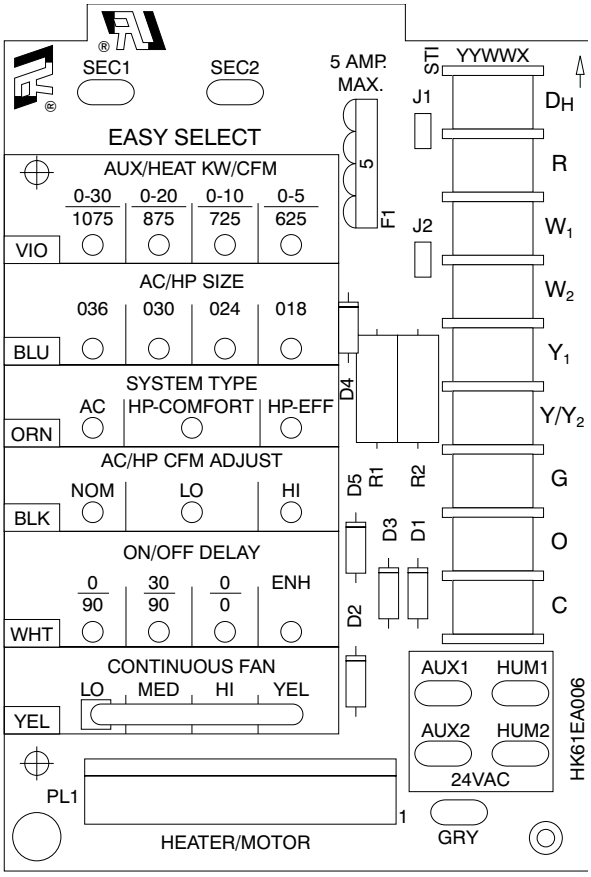

**Fig. 7 – Easy Select Board**
**NOTE:** Layout of actual PCB is depicted in Fig. 7.
The Easy Select taps are used by installer to configure system. The ECM2.3/5.0 uses selected taps to modify its operation to a pre-programmed table of airflows. Airflows are based on system size and mode of operation and those airflows are modified in response to other inputs such as the need for de-humidification (Fig. 7).
marked is the airflow which will be supplied in emergency heat mode and heating mode on air conditioners when electric heat is primary heating source. To ensure safe heater operation in heat-pump heating mode, when electric heaters are energized, the ECM2.3/5.0 will run the higher of heat pump airflow and electric heater airflow. The factory default selection is largest heater range approved (Fig. 7).
The factory default setting for air conditioner or heat pump size is largest unit meant for application with model of fan coil purchased. The installer needs to select air conditioner or heat pump size to ensure that airflow delivered falls within proper range for size of unit installed in all operational modes (Fig. 7).
The factory setting is AC (Fig. 7).
Select low, nominal, or high airflow. The factory selection is NOM. The adjust selections HI/LO will regulate airflow supplied for cooling and heat pump heating modes only, +15 percent and -10 percent respectively. The adjust selection options are provided to adjust airflow supplied to meet individual installation needs for such things as noise, comfort, and humidity removal (Fig. 7).
Select desired time delay profile. Four motor-operation delay profiles are provided to customize and enhance system operation (Fig. 7). The selection options are:
Select desired continuous-fan profile LO, MED, or HI. Airflow are provided to customize and enhance the continuous fan functions (Fig. 7). The possible selections are:
1. Check transformer and thermostat wiring (Fig. 7). Be sure transformer is not shorting out because thermostat wires are miswired.
2. Check wiring of relays (Fig. 7). Be sure low-voltage and high-voltage wiring are connected to proper sequencers.